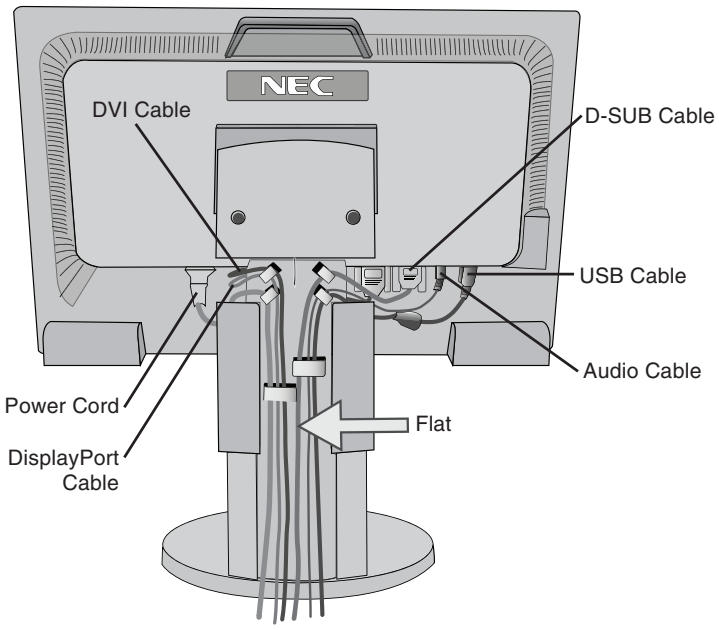
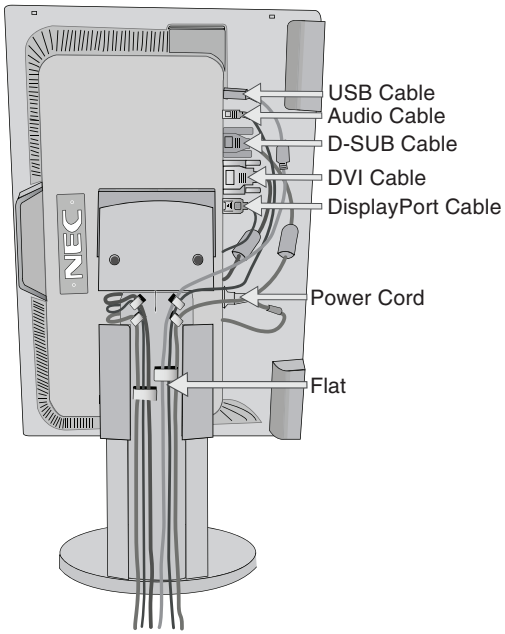

Figure C.2
Figure C.3
Place the Power cord and DVI cables into the specific hooks, as indicated in **Figure C.2/Figure C.3**.
Place the D-Sub and the USB cables into the specific hooks, as indicated in **Figure C.2/Figure C.3**.
6. Make sure all cables are resting flat against the stand (**Figure C.2/Figure C.3**).